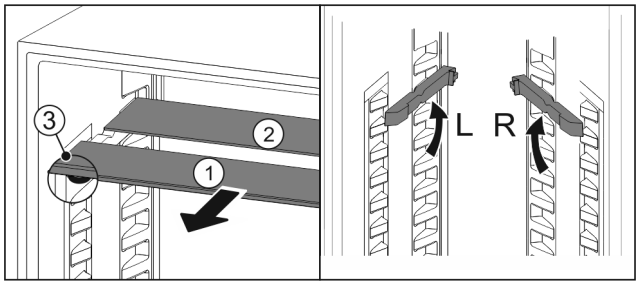

Fig. 62
▶ Extrageți *Fig. 62 (1)* pe rând plăcile de sticlă spre înainte.
▷ Placa de sticlă *Fig. 62 (1)* cu șipca decorativă se află în față.
▷ Opritoarele *Fig. 62 (3)* indică în jos.